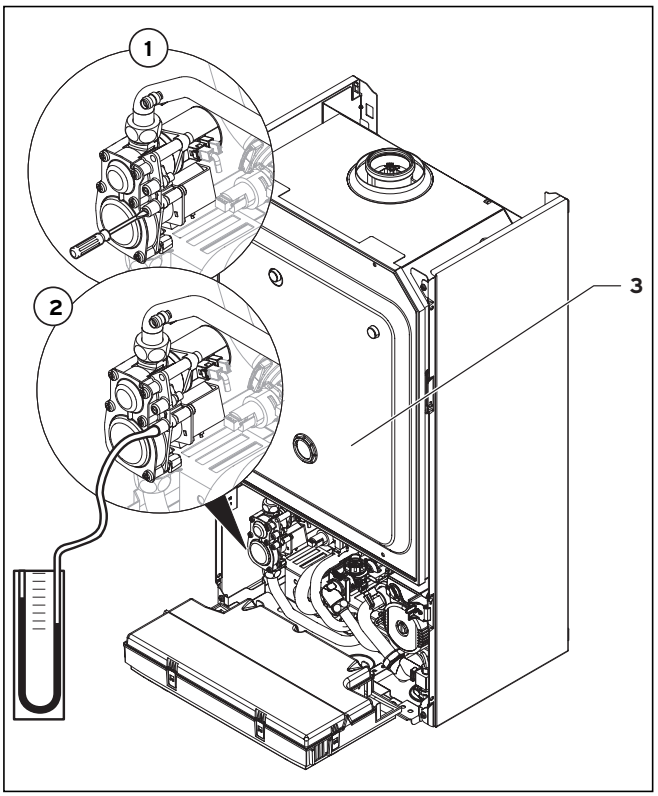

Fig. 6.4 Verificarea presiunii de racordare
Pentru verificarea presiunii de racordare, procedaţi după cum urmează (vezi fig. 6.4):
- Desfaceţi cele patru şuruburi ale capacului camerei (**3** în Fig. 6.4) şi scoateţi-l.